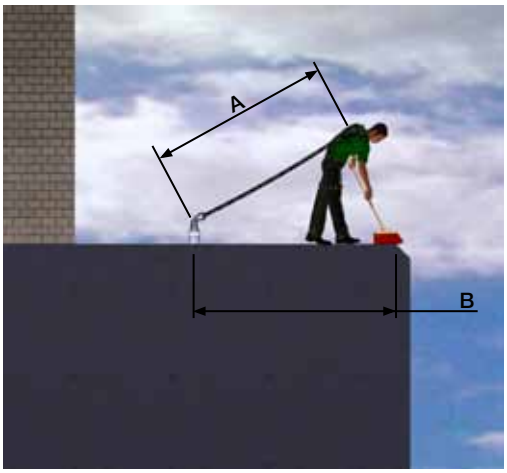

Fig. 1
- The lanyard length A (Fig 1)
- The distance from the rail to the fall hazard B (Fig 1)